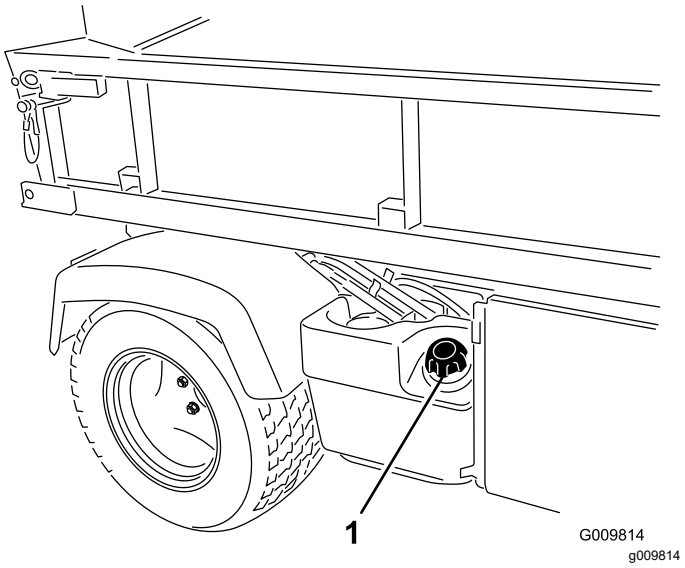

**Figura 14**
2. Retire el tapón del depósito de combustible (Figura 14).